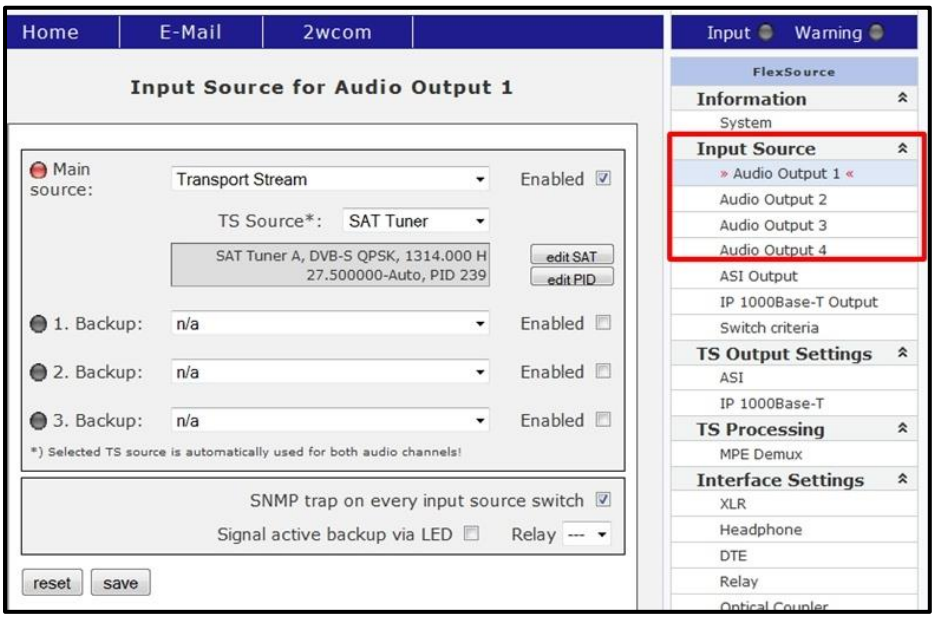

Fig. 1: FlexDSR04+ web interface: Audio Output 1-4 – Settings.
1. Select **Input Source→Audio Output 1-4** in the web interface menu. The dialog box *Input Source for Audio Output 1-4* appears (see Fig. 1).